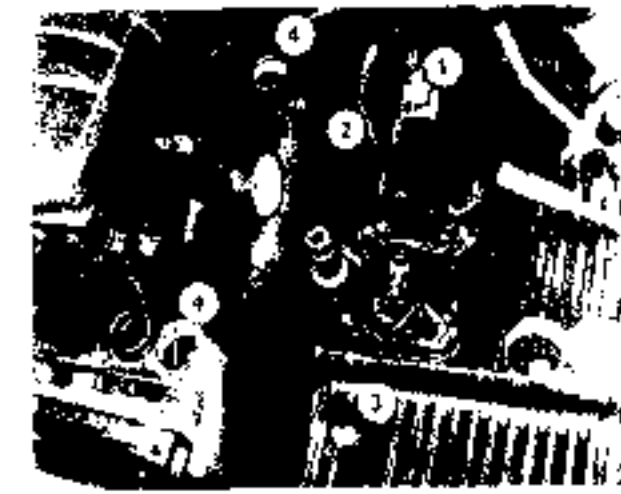

Fig. 21
13. Front drive engagement lever (Fig. 21:2).
3. Differential lock pedal (Fig. 21:3).
5. Torque multiplier pedal (Fig. 21:1).